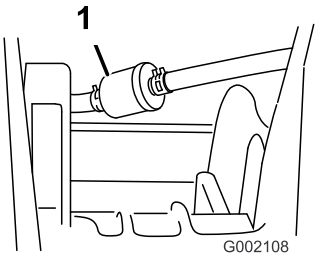

Figur 40
5. Fjern de klemmer, der fastgør brændstoffilteret til brændstofslangerne (Figur 40).